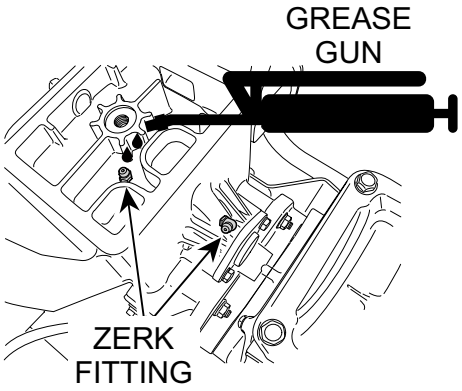

Figure 26. Grease Fittings (Crankcase)
- The rammer crankcase bearings (Figure 26) should be lubricated with ***five shots*** of grease with a hand grease gun after each eight (8) hours of use.